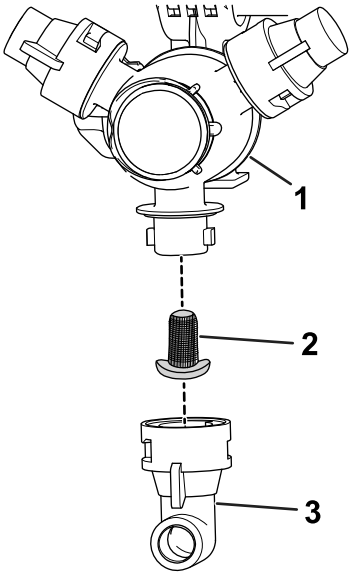

Figur 107
2. Ta bort munstycket från spruttornet (Figur 107).
3. Ta bort det gamla munstycksfiltret (Figur 107).
4. Montera det nya munstycksfiltret (Figur 107).
5. Montera munstycket på spruttornet (Figur 107).